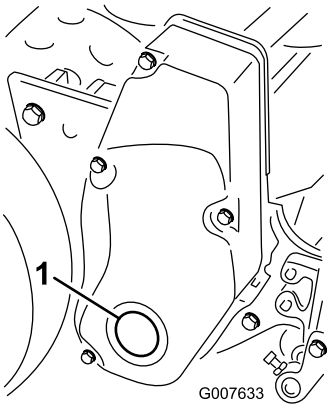

**Figur 56**
1. Afmonter proppen i knivcylinderdrevets højre skærm (Figur 56).